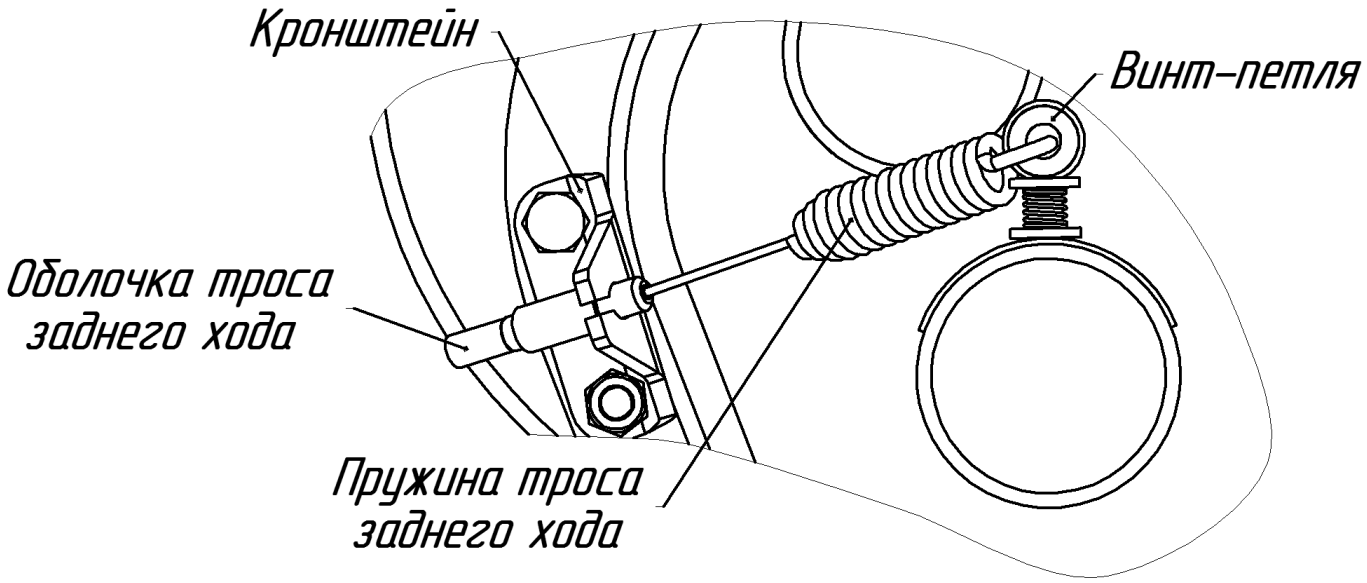

Рис.9 Схема зацепления троса заднего хода
– вывести оболочку троса заднего хода из кронштейна (рис.9);
– завести оболочку троса заднего хода в отверстие кронштейна (рис.9).